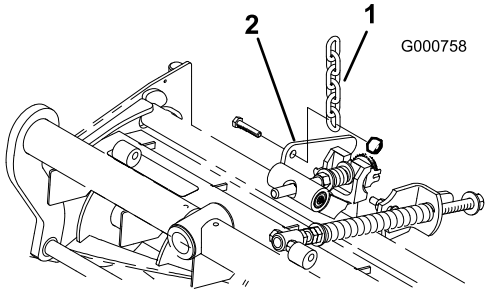

Figura 6
12. Retire a porca que está a fixar o suporte de montagem da mola de compensação à ponta do estabilizador da unidade de corte (Figura 6). Introduza a corrente de controlo no parafuso e aperte com a porca anteriormente retirada.